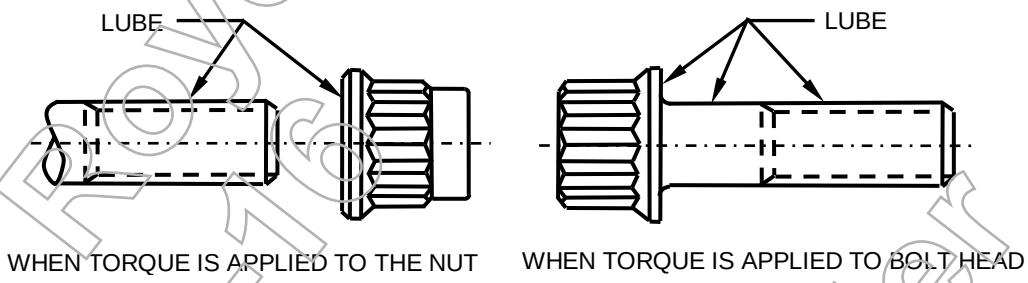

FIGURE 12 – LUBRICATION SURFACES
c) Lubricate - Clean engine oil per SAE AS5780, MIL-PRF-7808 or MIL-PRF-23699 shall be applied to the threads and to the bearing surface of the threaded fastener being torqued. If the torque is being applied to the nut (preferred) the lubricant shall be applied sparingly to the bearing surface of the nut and to the threads of the bolt or stud. If the torque is being applied to the bolt head (e.g. when used with an insert, blind hole, or captive nut) lubricant shall be applied sparingly to the threads, shank and bearing surface under the bolt head, see Figure 12. Excess lubricant shall be promptly removed to prevent contamination of adjacent components.